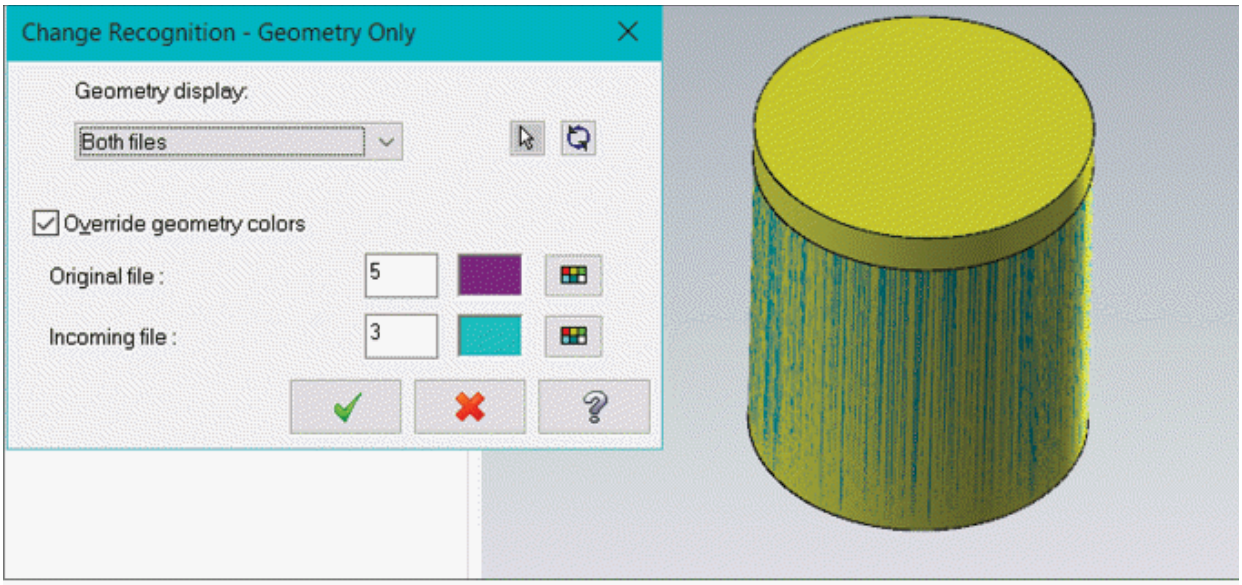

Figure-53. Change Recognition-Geometry Only dialog box
- Select desired model file with which you want to compare current model and click on the **Open** button. The **Change Recognition - Geometry Only** dialog box will be displayed with preview of comparison; refer to Figure-53.